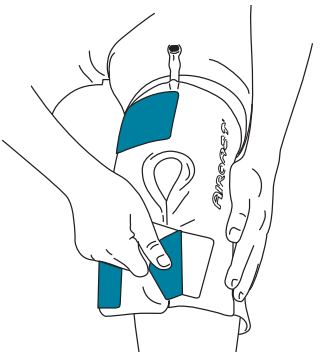

Figura 2
2. Aplique sempre o Cryo/Cuff VAZIO (Figura 2) 170
2. Aplique sempre o Cryo/Cuff VAZIO (Figura 2)